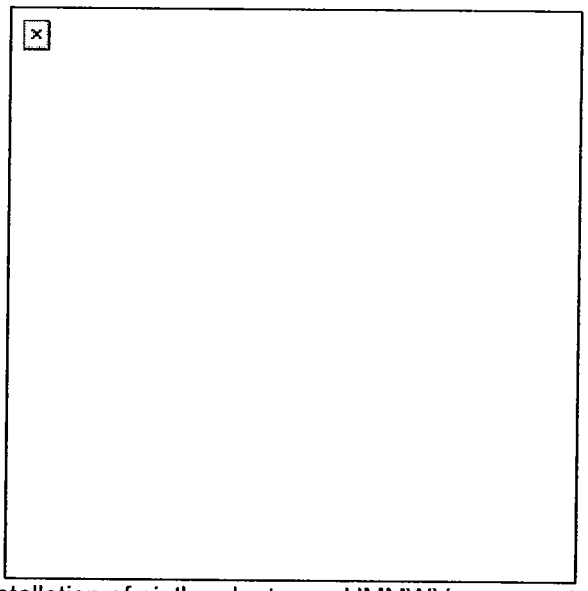

Figure 1. Installation of pintle adapter on HMMWV armament carrier ring.
a. HMMWV armament carrier ring pedestal (Figure 1).